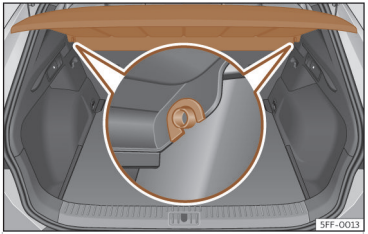

Fig. 176 En el maletero: desmontar y montar la bandeja.
- Desencaje la bandeja de los soportes laterales ››› **fig. 176** tirando de ella hacia arriba y extraiga la bandeja.
- Introduzca la bandeja horizontalmente haciendo coincidir la “herradura” sobre el eje de los soportes ››› **fig. 176**, y presione hacia abajo hasta que encastre.